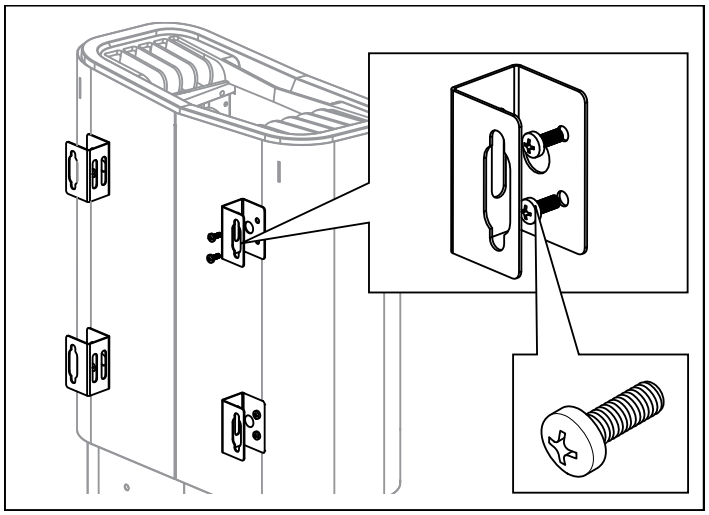

Рис. 7: Крепление кронштейнов к нагревателю
5. Открутите первые два винта на задней стороне нагревателя и прикрутите один из четырех кронштейнов. Повторяйте процедуру для установки всех остальных кронштейнов (см. рис. 7).